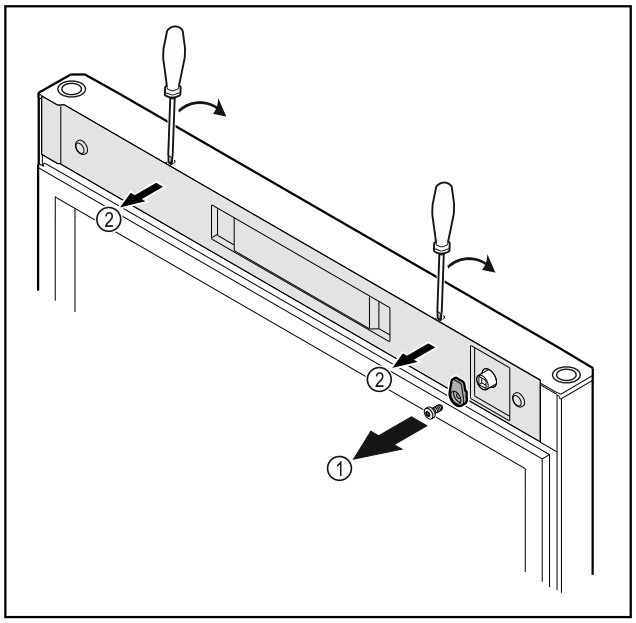

*Fig. 10 **
▶ Открутите запорный крючок *Fig. 10 (1)*.*
▶ С помощью небольшой отвертки освободите крышку *Fig. 10 (2)* от фиксации и снимите ее.*